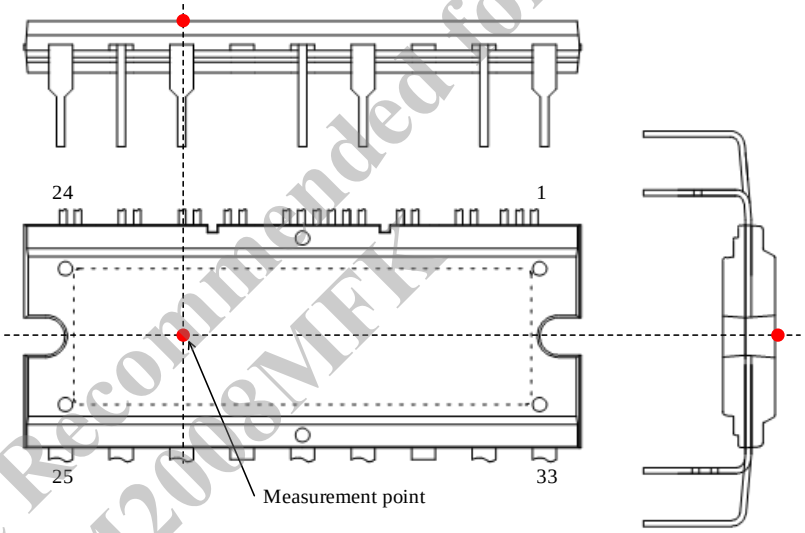

Figure 3-1. Case Temperature Measurement Point
(1) Refers to a case temperature at the measurement point described in Figure 3-1, below.
(2) Refers to steady-state thermal resistance between the junction of the built-in transistors and the case. For transient thermal characteristics, see Section 15.1.
(3) Refers to steady-state thermal resistance between the junction of the built-in freewheeling diodes and the case.